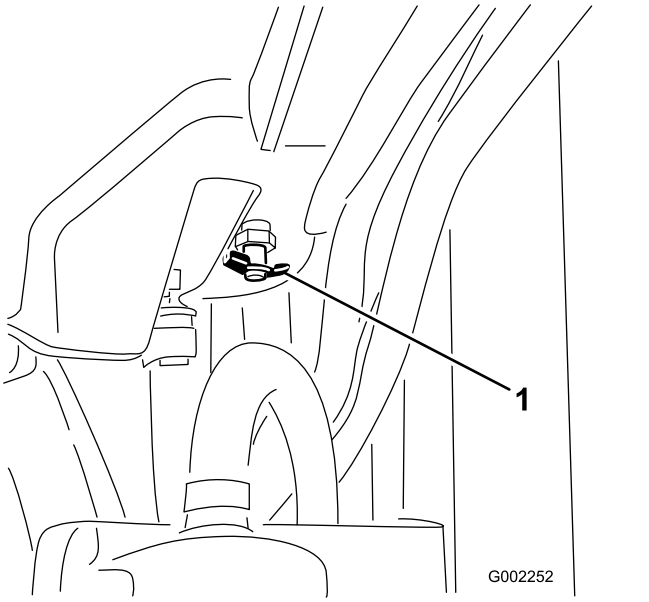

Bild 99
4. Öffnen Sie das Ablassventil und lassen Sie das Kühlmittel in die Wanne ablaufen (Bild 99).
5. Schließen Sie das Ablassventil (Bild 99).